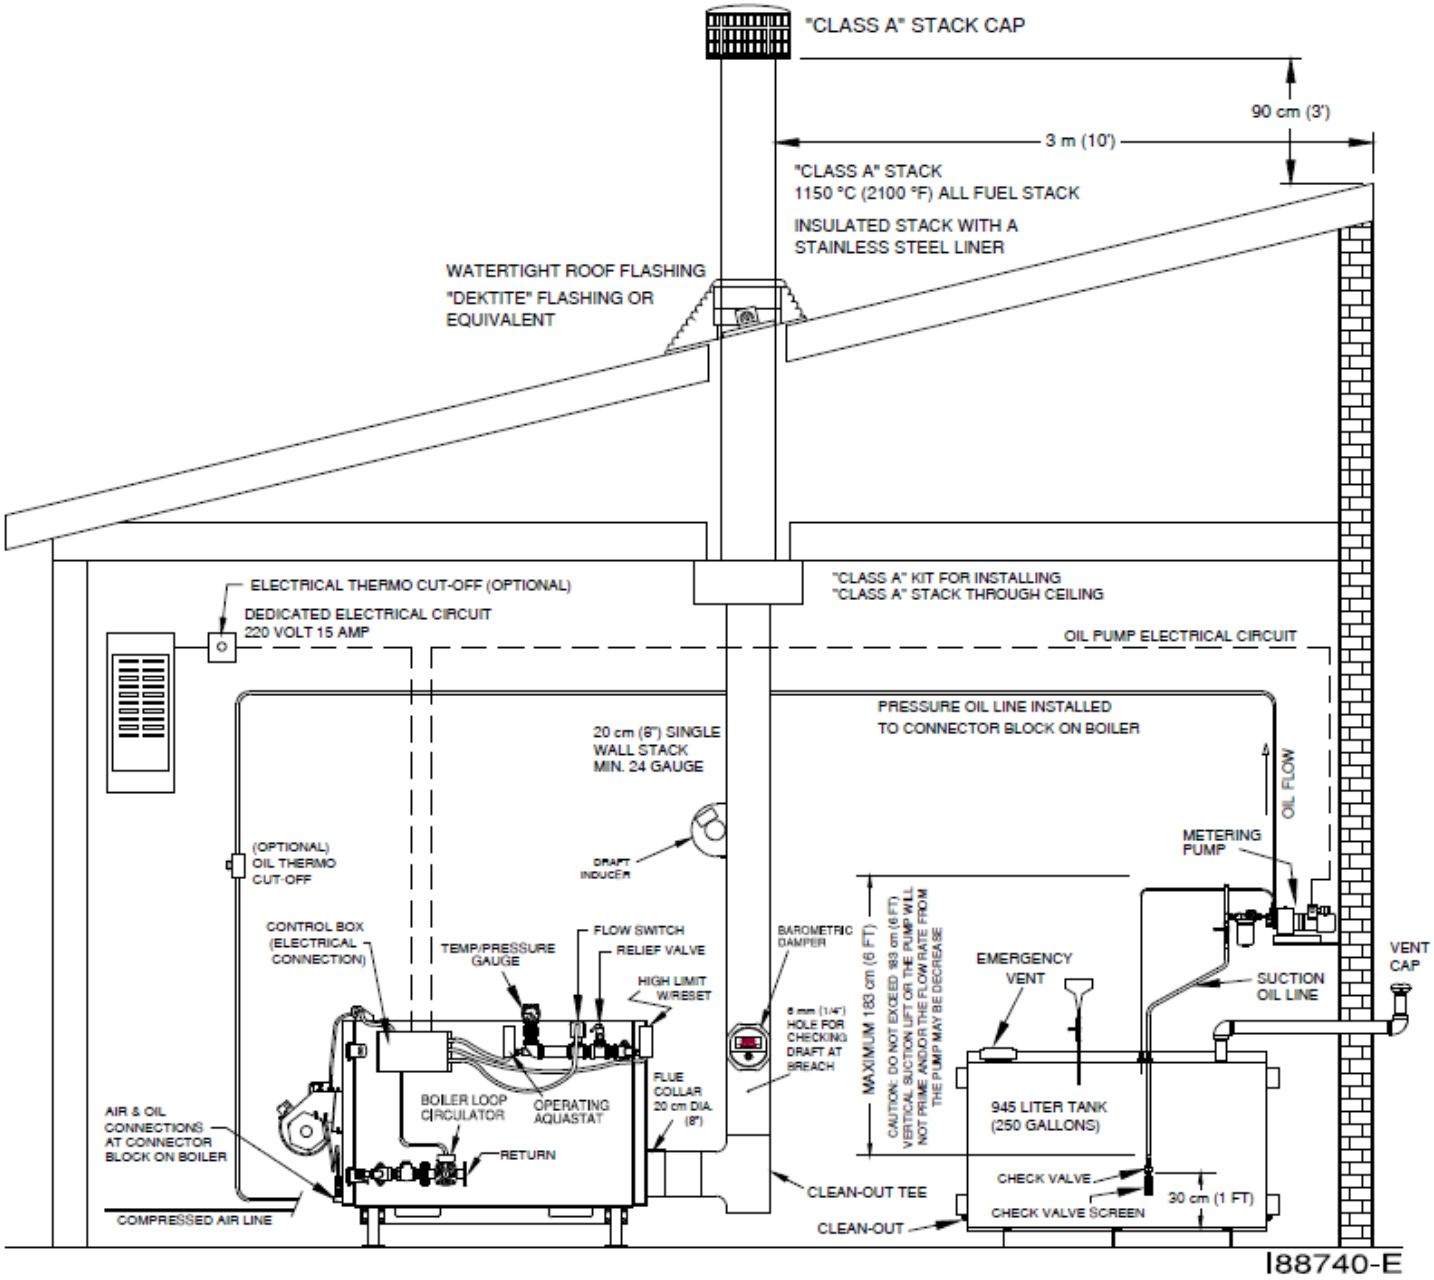

Figure 4A - Typical Single Boiler Installation Diagram
Clean Burn recommends that you review all procedures before beginning installation, paying careful attention to safety information statements. **Figures 4A/4B provide a general overview of a typical CTB installation and should be reviewed closely before proceeding.**
- For optimal system functioning, Clean Burn Recommends inside tank installations as shown in Figures 4A and 4B.
- Carefully review the oil tank and pump installation details as shown in Figures 4A, 4B, and 4D, including the metering pump installation and specifications for the oil line installation. (Procedures for installing these components can be found in the following pages.)